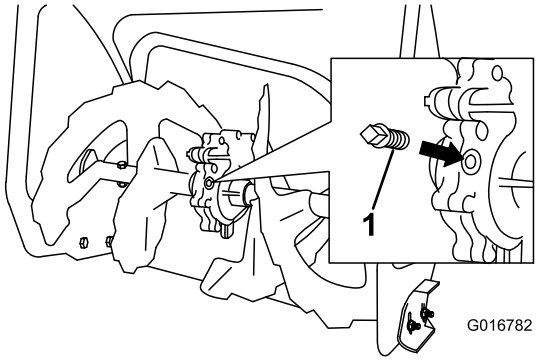

Figur 46
2. Rengör området runt rörpluggen (Figur 46).